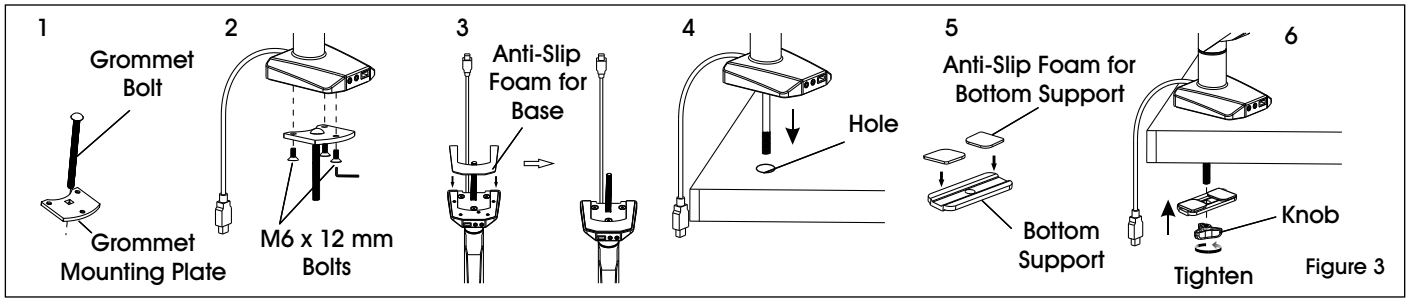

Figure 3
1. Insert grommet bolt (6) through center of grommet mounting plate (7); counterbore side down. (See Figure 3)
2. Attach grommet mounting plate (7) to bottom of monitor arm base using M6 x 12 mm bolts (C) and 4 x 4 Allen wrench (F).
3. Apply anti-slip foam for base (5) to bottom of monitor arm base.
4. Insert grommet bolt (6) into hole of desk.
5. Apply anti-slip foam for bottom supports (8) to bottom support (9).
6. Thread grommet bolt (6) through bottom support (9) and attach knob (10) to end of bolt. Fully tighten knob.